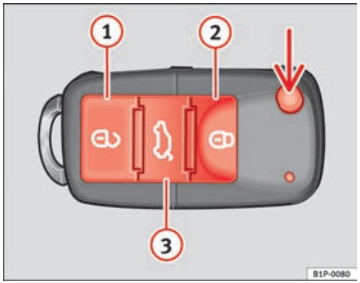

Fig. 62 Assignment of buttons on the remote control key
Using the button ⇒ Fig. 62 (arrow) on the control, the key blade is released.
Unlocking the vehicle ⇒ Fig. 62 (1).
Locking the vehicle ⇒ Fig. 62 (2).
Unlocking the rear lid. Press button ⇒ Fig. 62 (3) until all the turn signals on the vehicle flash briefly. When the unlocking button (3) is pressed, you have 2 minutes to open the door. Once this time has passed, it will lock again.
Also, the battery indicator on the key ⇒ Fig. 62, will flash.
When the button ⇒ Fig. 62 (1), is pressed once, the driver door is unlocked, all others remain locked.
Press the button ⇒ Fig. 62 (1) twice to unlock all doors. ▶
– Press the 🔓 ⇒ Fig. 62 button on the remote control.